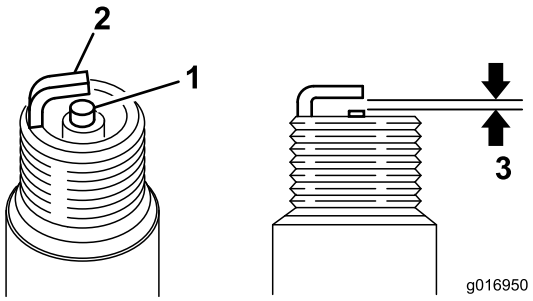

Figur 35
3. Still inn mellomrommet til 0,6 eller 0,7 mm (Figur 35). Monter en tennplugg med riktig avstand, og stram pluggen til23 Nm.